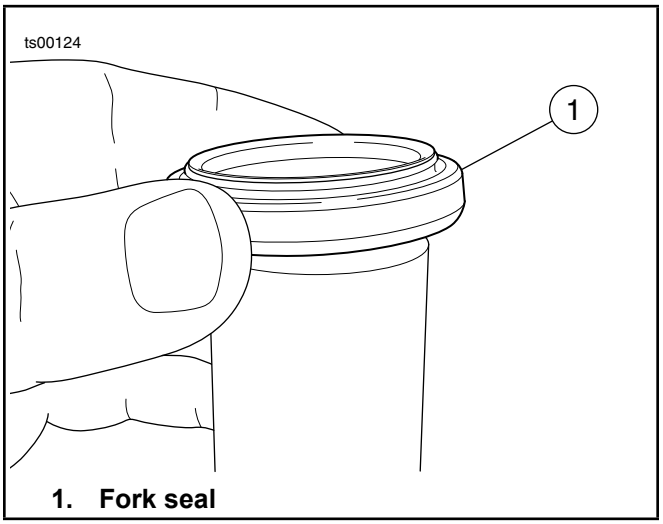

Figure 4.
4. See Figure 4. Coat inner diameter of new fork seal with HARLEY-DAVIDSON SEAL GREASE and install fork seal (lettering side up) over slider tube and slide it down to meet the slider.